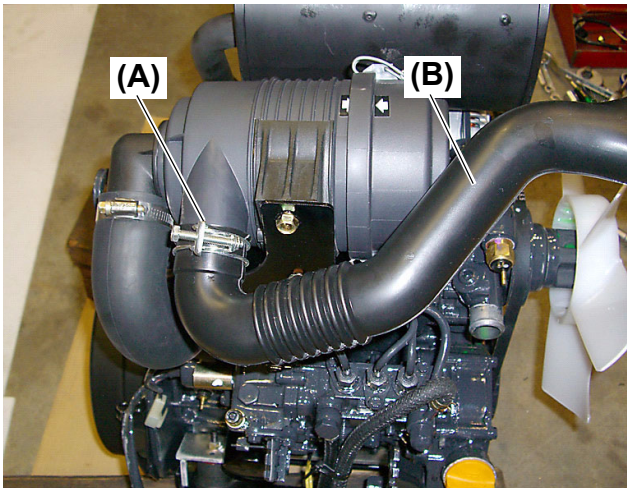

Fig. 2
2. Remove the hose clamp **(Fig. 2, (A))** and air intake pipe **(Fig. 2, (B))**.